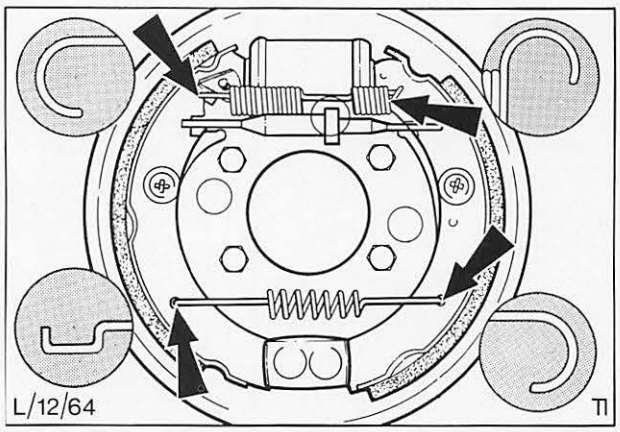

Abb. 42 Einbaulage der Rückzugfedern
8. Vordere Bremsbacke in das Gabelende der Druckstange einführen und am Radbremszylinder ansetzen. Untere Rückzugfeder zuerst in die hintere, dann in die vordere Bremsbacke einhängen. Vordere Bremsbacke gegen das Stützlager drücken und Haltestift, Feder und Federteller der Bremsbackenbefestigung montieren, Abb. 42.